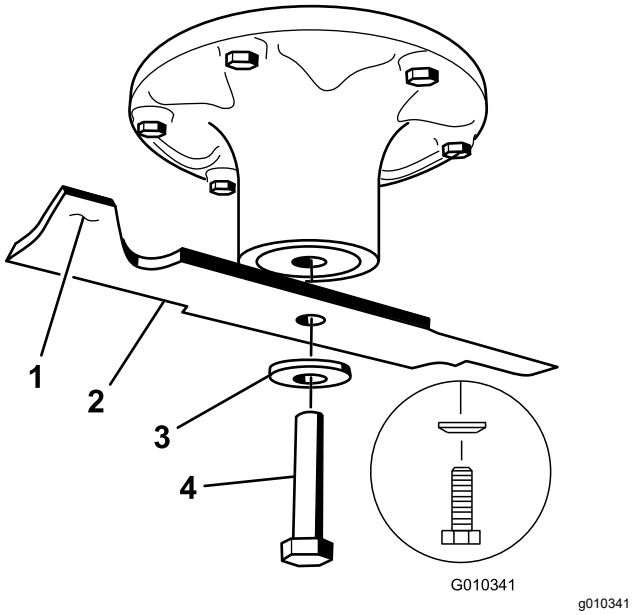

Figur 68
2. Avlägsna knivskruven, den böjda brickan och kniven från spindelaxeln (Figur 68).
1. Montera kniven på spindelaxeln (Figur 68).
2. Montera den böjda brickan (den kupade sidan mot kniven) och knivskruven (Figur 68).